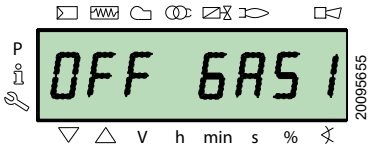

Fig. 41
– gaz „**OFF GAS1**” (Fig. 41)